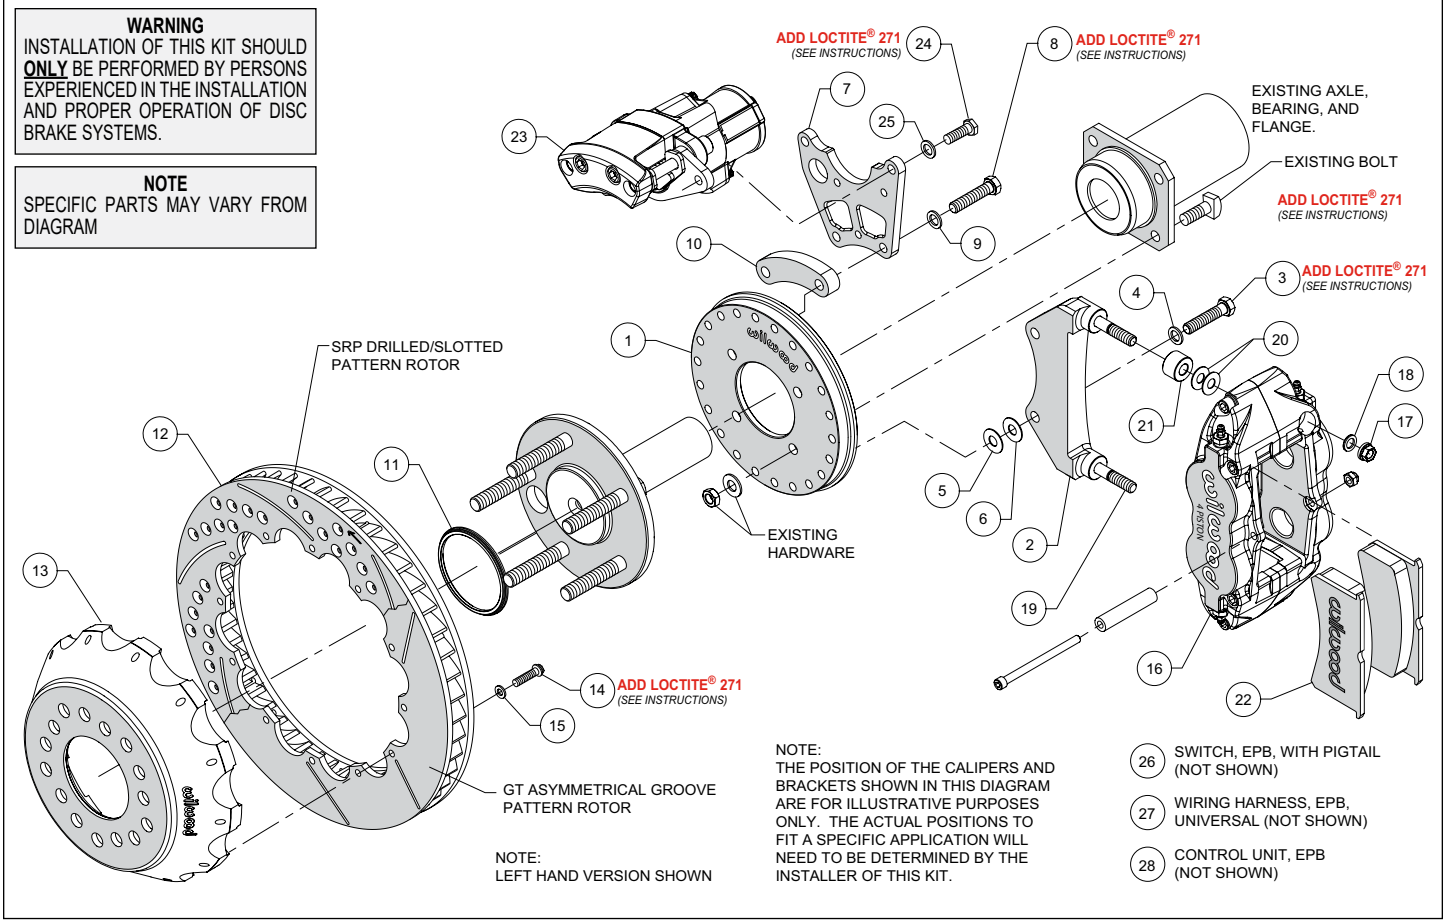

Figure 1. Typical Installation Configuration
(numbers in parenthesis refer to the parts list, and Figure 1 on the preceding pages):
•Orient the backing plate (1) as shown in Figure 1 and Photo 1, and mount it to the axle housing flange using the Original Equipment Manufacturer (OEM) bolts and nuts, Figure 1. Ensure the backing plate fits flush against the axle housing flange. Apply red *Loctite*® 271 to the OEM bolt threads and torque to OEM specifications.
•Start by determining the best location for the service caliper (16). This caliper is usually mounted in the 3:00 or 9:00 o'clock position, but may be rotated up or down approximately 45 degrees and still allow for proper bleeding, Photo 2. Orient the service caliper bracket (2) as shown in Figure 1 and Photo 3, and install to the backing plate (1) in the desired location using bolts (3) and washers (4). Temporarily tighten bolts. Next, mount the service caliper onto the bracket. Mount the service caliper using lock nuts (17) and washers (18), Figure 1. Temporarily tighten the lock nuts. Check that the caliper (including inlet fitting and hose) has sufficient clearance to all surrounding components through the full suspension travel. Relocate the caliper/bracket on the backing plate as needed to ensure proper clearance is achieved.